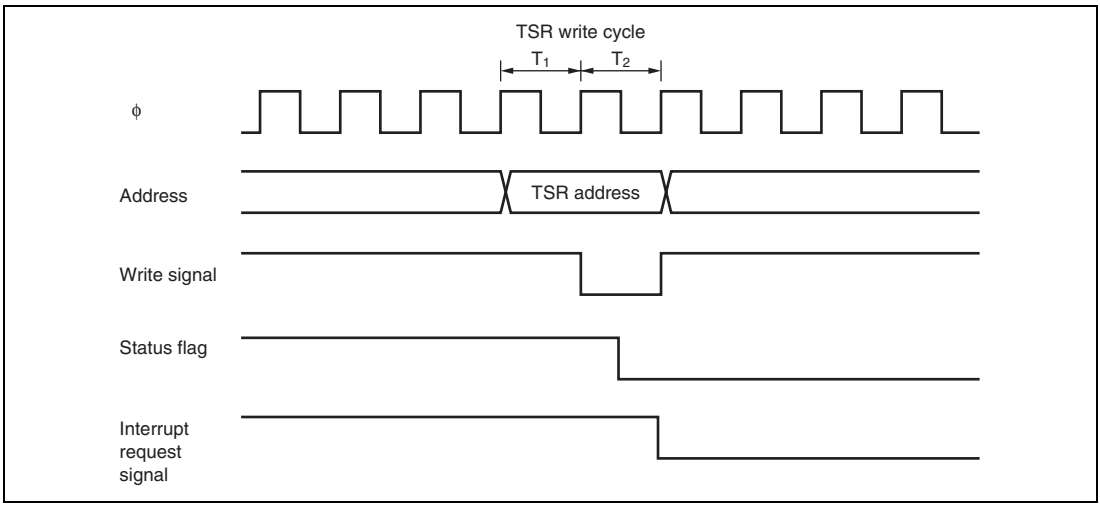
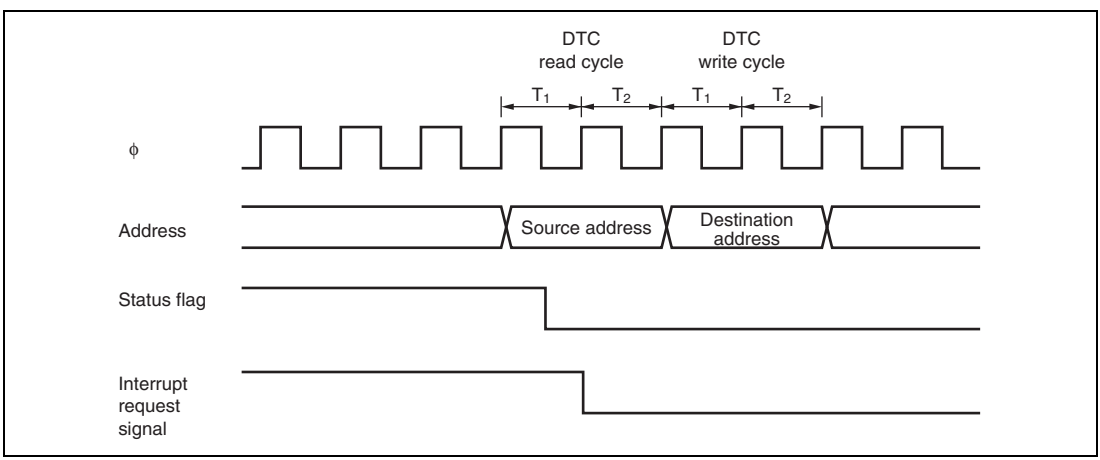

**Figure 10.42 Timing for Status Flag Clearing by CPU**
**Figure 10.43 Timing for Status Flag Clearing by DTC Activation**
**Status Flag Clearing Timing:** After a status flag is read as 1 by the CPU, it is cleared by writing 0 to it. When the DTC is activated, the flag is cleared automatically. Figure 10.42 shows the timing for status flag clearing by the CPU, and figure 10.43 shows the timing for status flag clearing by the DTC.